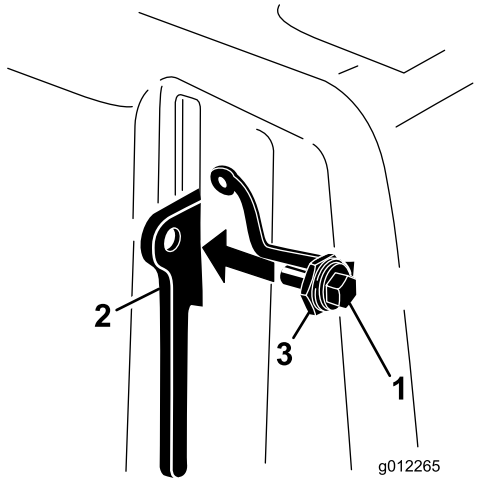

Figuur 11
3. Draai de bout in de handgreep van de vergrendeling op de riemkap (Figuur 11).